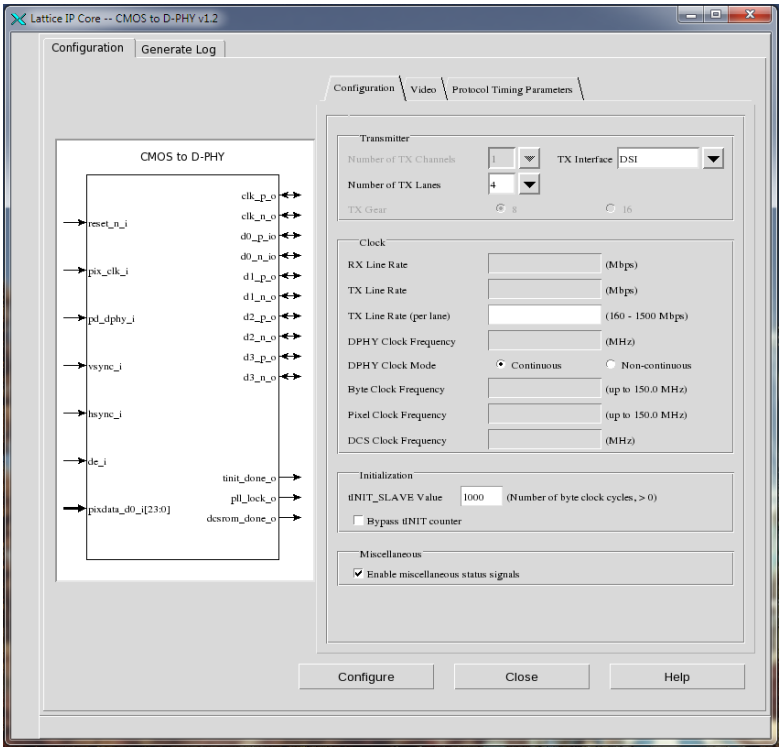

**Figure 4.4. Configuration Tab in IP User Interface**
3. Click the **Customize** button. An IP configuration interface is displayed as shown in Figure 4.4. From this dialog box, you can select the IP configuration specific to your application.
4. Input valid values in the required fields in the **Configuration** tab shown in Figure 4.4.